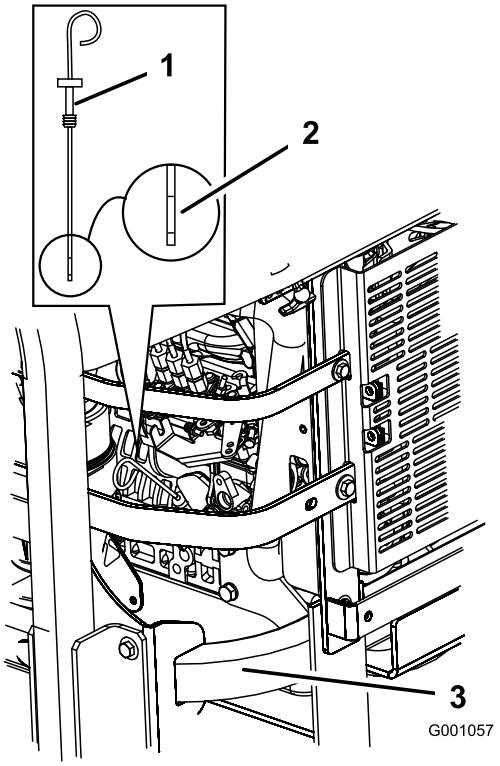

Figur 35
3. Rengør området omkring målepinden (Figur 35), så der ikke trænger snavs ned i hullet til målepinden, der kan beskadige motoren.
4. Træk målepinden ud, og aftør pindens metalende (Figur 35).
5. Før målepinden helt ind i påfyldningsrøret. Træk målepinden ud, og kig på pindens metalende (Figur 35). Hvis oliestanden er lav, skal der kun langsomt påfyldes så meget olie i påfyldningshullet, at oliestanden stiger til full-mærket.